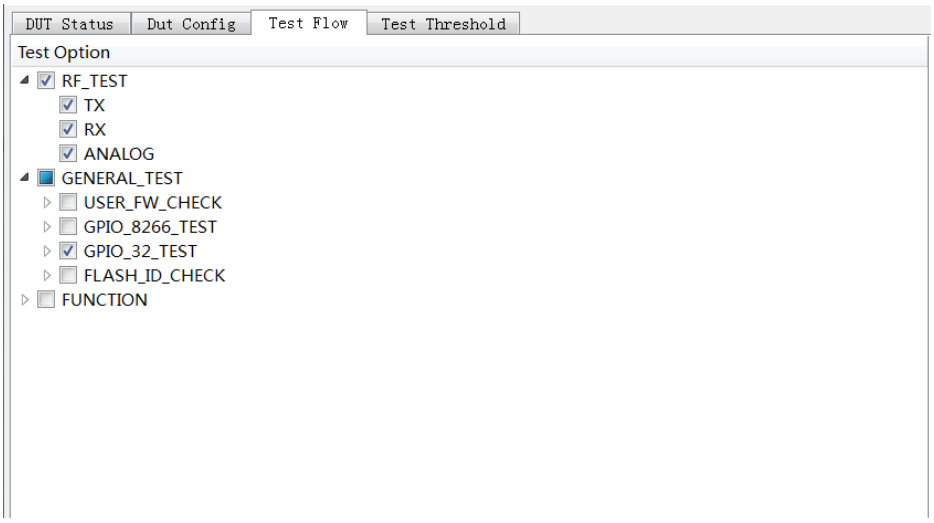

Figure 3-4. ESP32 GPIO Conductivity Test
- **Configuration Interface**: As shown in Figure 3-4, you can enable this test in the ***GENERAL_TEST*** sub-list on the ***Test Flow*** tab. For details, please refer to Appendix B.